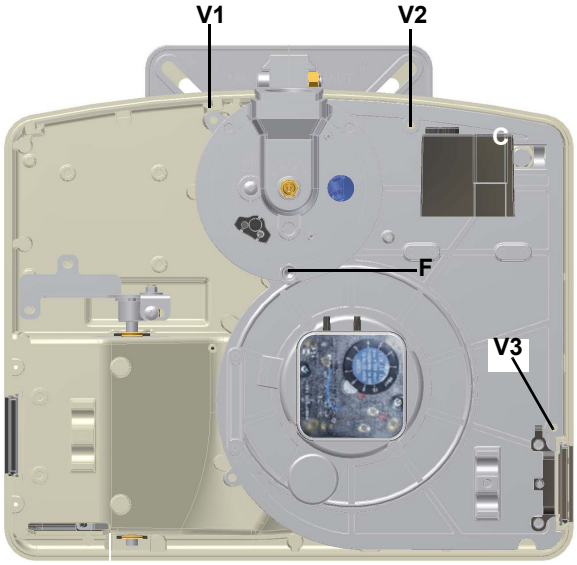

Fig. 33
- Removal, examination and cleaning of the combustion head (see Fig. 33 on).
1 remove the component plate "C" by unscrewing the V1, V2, V3, V4 screws and the "F" securing pin (Fig. 33);